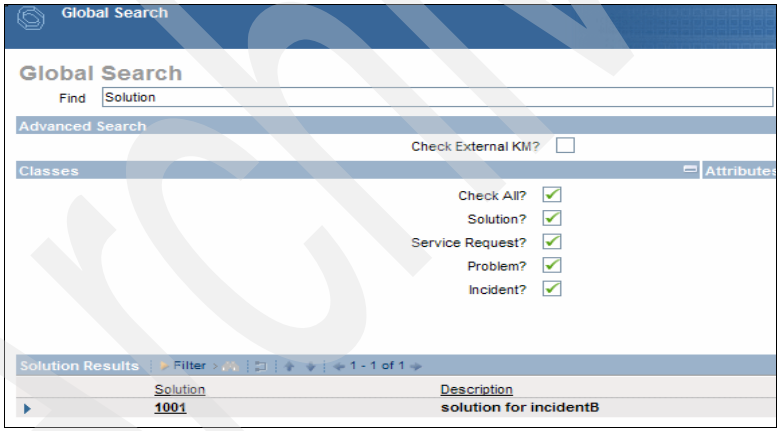

Figure 13-30 This user can see the Solution for Customer SDB
15. In the search field, type `Solution`, and press Enter, as shown in Figure 13-30.